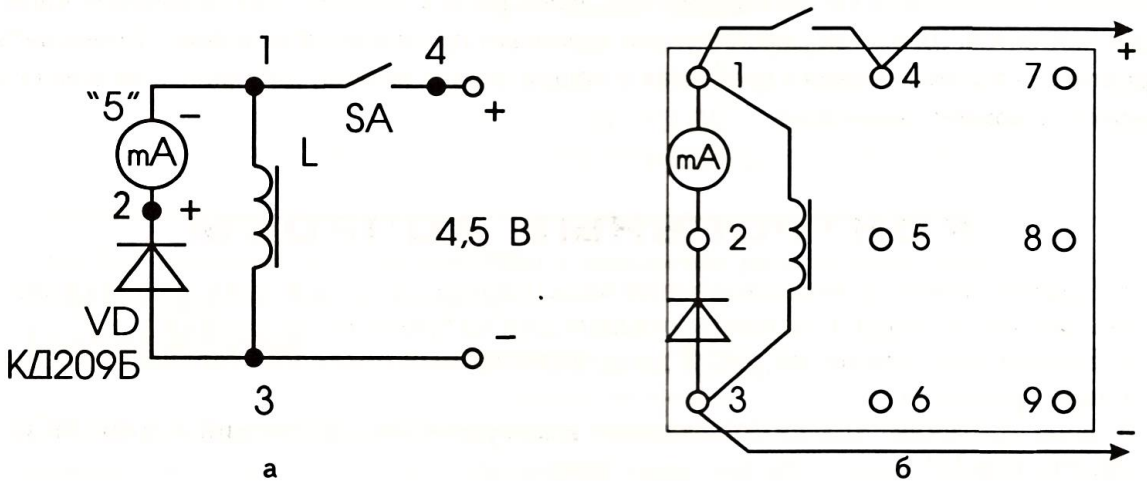

Рис. 2
1. Соберите электрическую цепь по рис. 2. Миллиамперметр включите на предел измерения «5 мА».
1. Пользуйтесь конструкцией, собранной по рис. 2, *а, б*. Величину индуктивности катушки регулируйте длиной части стержня, находящегося внутри катушки.